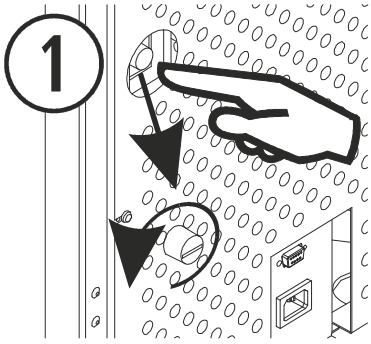

Figura 25
6.11. *Con la caldaia scollegata,* controllare il termostato di sicurezza che si trova all'interno nella parte posteriore, verso il lato destro. Per attivarlo si deve spingere il bottone, se il termostato si trova attivato si sentirà un "clic". Se il termostato di sicurezza era già stato attivato in precedenza, è bene consultare il distributore. Nella *figura 25*, è illustrata la posizione del termostato nella *Cantina Nova* e *Aveiro*. Nel modello Super Insert, il termostato di sicurezza si trova aprendo la porta di vetro, sul lato destro.